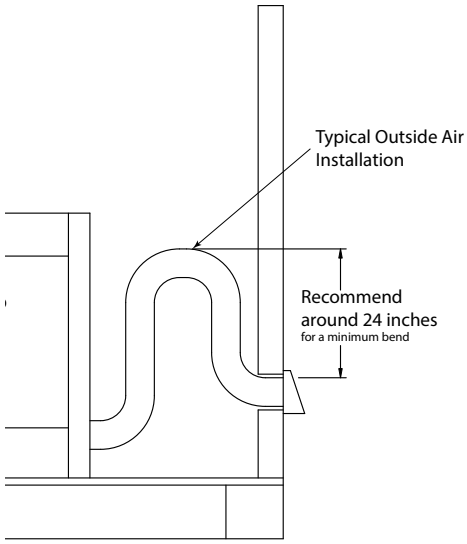

Figure 3.17 Outside Air Installation with Cold Air Trap
An outside air kit must be used for combustion. Hearth & Home Technologies recommends you utilize the shortest duct run and install a P-Trap (see Figure 3.17) to optimize the performance of the outside air kit with a maximum length of 40 ft. The outside air inlet hood should be positioned in a manner that will not allow snow, leaves, etc. to block the inlet. In some installations the air duct may need to be run vertically. In such an installation, a 3 ft (914 mm) height difference must be maintained from the top of the uppermost chimney section to the outside air inlet hood.
- Use 6 in. (152 mm) UL181 Class1 or Class 0 rigid or flexible ducting (not supplied) to directly connect outside air to fireplace intake. Insulate the pipe to prevent frost condensation. See Figure 3.17.